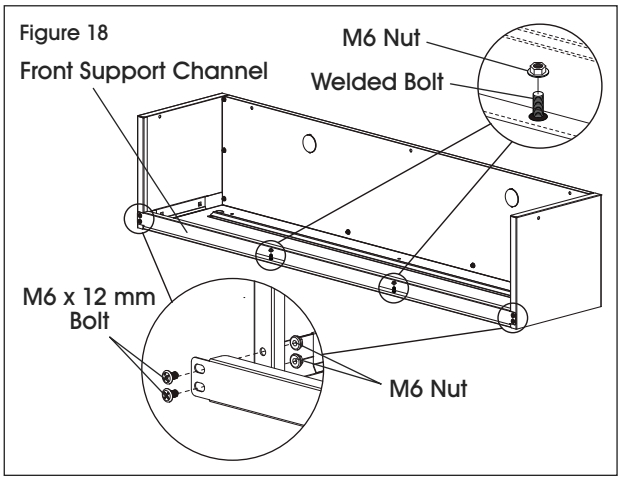

Figure 18
6. Attach front support channel to side panels with four M6 x 12 mm bolts and M6 nuts using a Phillips screwdriver. Attach front support channel to top panel by fastening two M6 nuts to the welded bolts on the top panel. (See Figure 18)